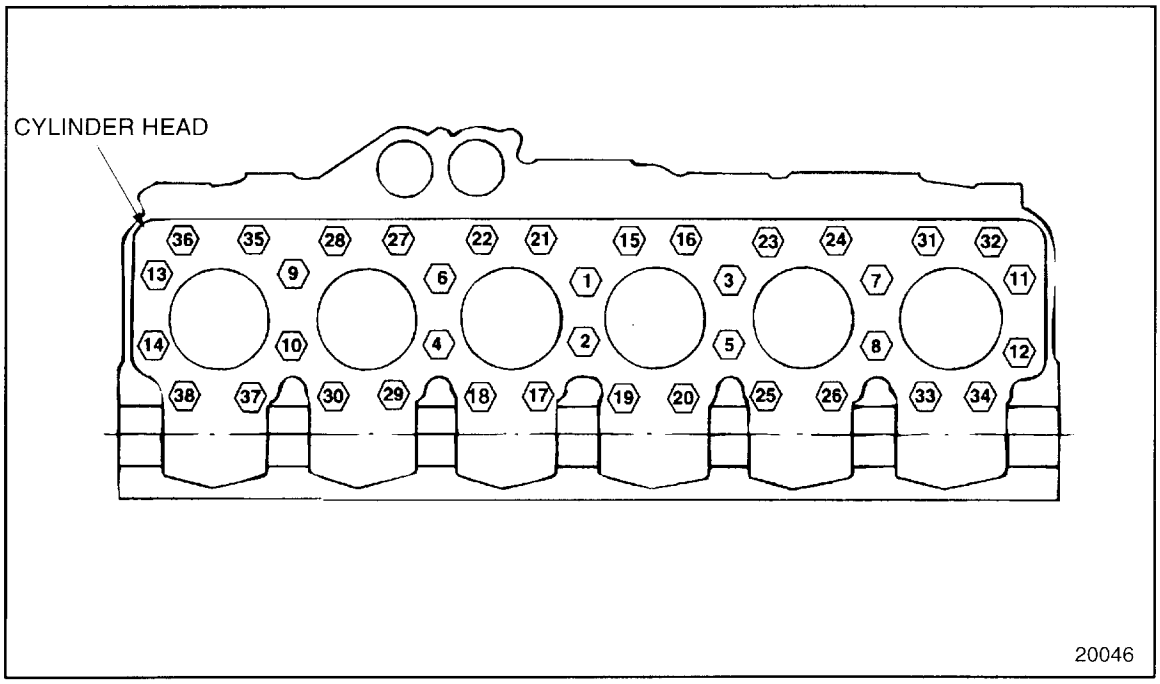
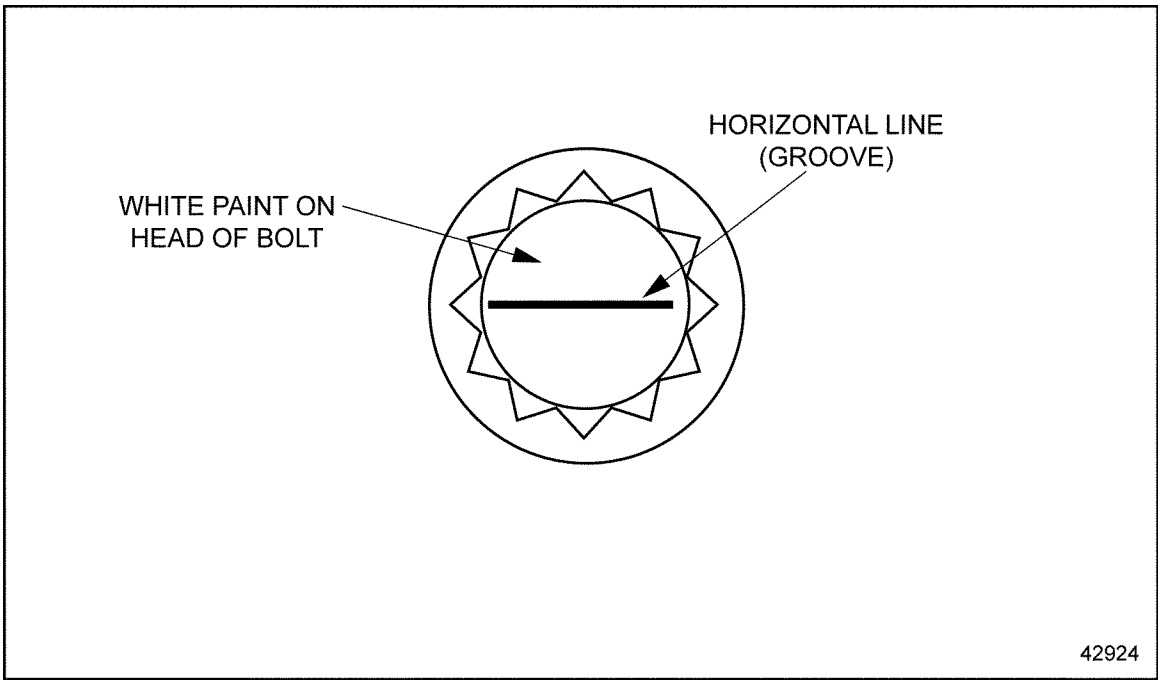

Figure 1-46 Cylinder Head Bolt Tightening Sequence
Figure 1-47 Bolt Identification For Series 60 Engines Built After September 2002
6. Torque the head bolts to 250-285 N·m (185-210 lb·ft) in the following sequence. See Figure 1-46. After September 2002 a new cylinder head bolt will be used for all Series 60 Off-Highway and On-Highway engines. The new bolt will be identified with white paint and groove on top of bolt. See Figure 1-47. Torque the new head bolts to 298 N·m (220 lb·ft). There is no change to the procedure other than the new torque value. The new head bolt can be used with the former cylinder head gaskets, the former head bolts cannot be used with the new head gasket. Former and new bolts must not be mixed.